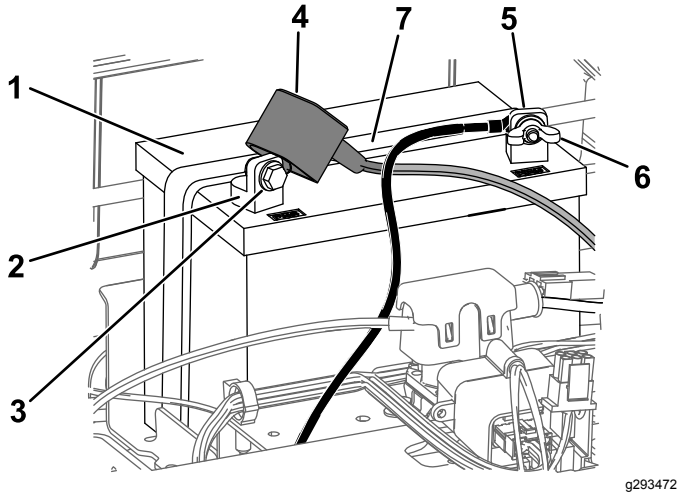

Figur 47
4. Tag det sorte minusjordkabel af batteriets pol (Figur 47).
6. Tag det (røde) positive kabel af batteriets pol (Figur 47).
7. Fjern batteritilholderen (Figur 47) og løft batteriet op fra batteribakken.
1. Placer batteriet i bakken (Figur 47).
5. Fastgør batteriet med tilholderen (Figur 47).